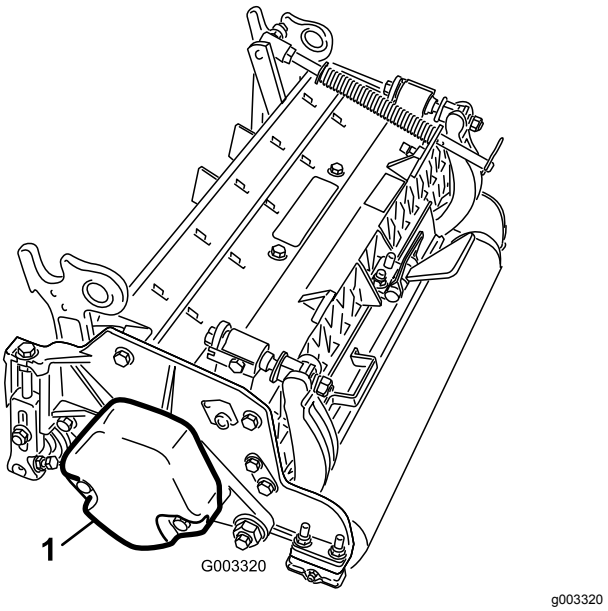

**Figur 3**
4. Kontrollera att motvikten (Figur 3) har monterats på rätt sida av klippenheterna i enlighet med anvisningarna i *bruksanvisningen* till klippenheterna.